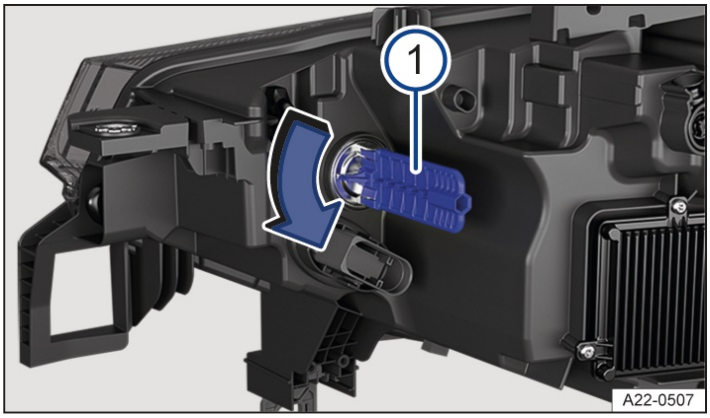

Fig. 1 In the bonnet space on the right: rear of the headlight.
1. Turn the bulb holder in the direction of the arrow and pull it out→ *Fig. 1* (1).
3. Carefully insert the bulb holder into the headlight and turn it as far as it will go in the opposite direction to the arrow → *Fig. 1* (1).